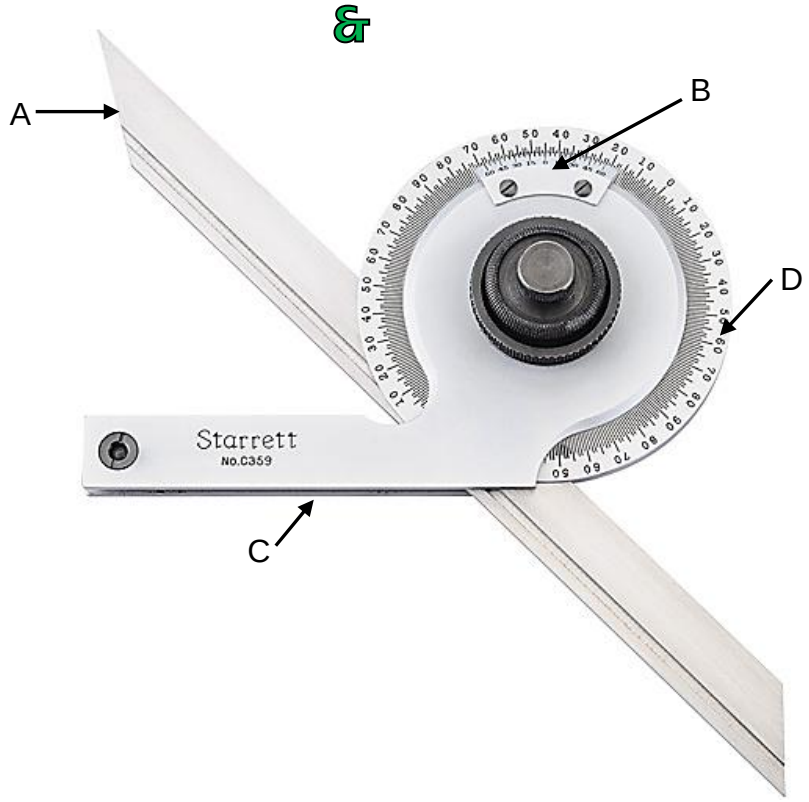

FIGURE 3 (4)
3.1 Refer to FIGURE 3 and identify the parts of the vernier protractor. Write only the letter (A–D) with the correct name in the ANSWER BOOK.